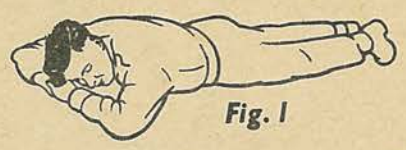

Fig. 1
2. *(a)* Lay patient face down with head to one side, arms bent and forehead on his hands, to keep mouth and nose clear. **See Fig. 1**